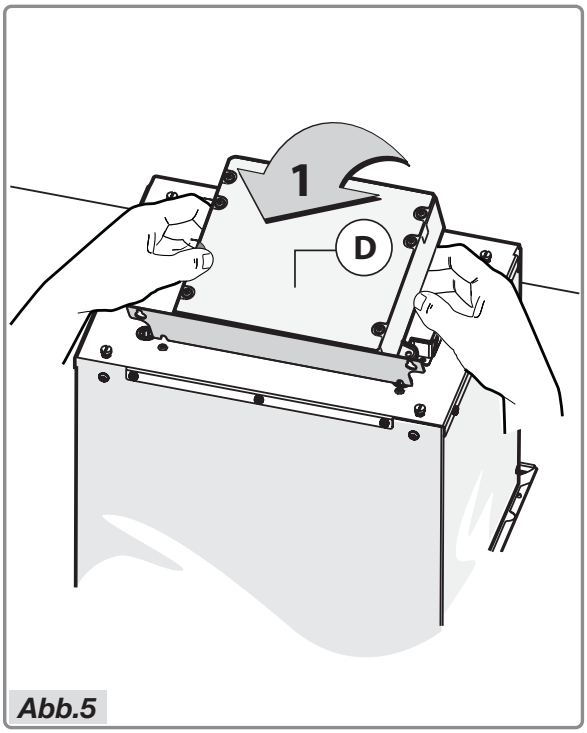

Abb.5
- Heben Sie den Schaltkasten an (Abb.5).